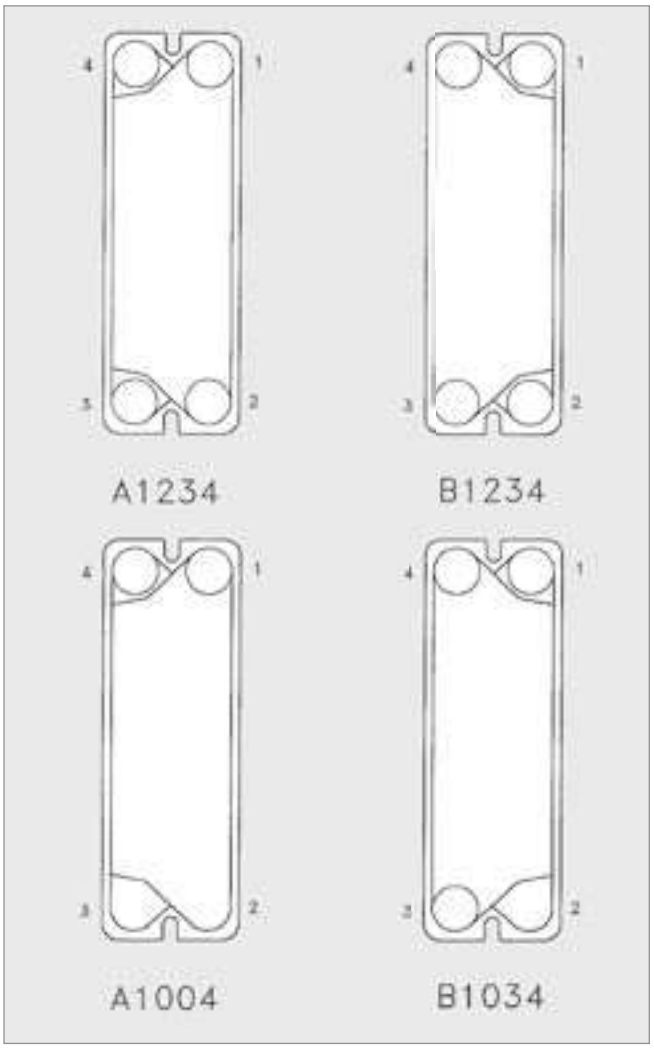

Figure 14
As shown in Figure 14, the pierced holes at the corners of the plate are designated as: 1 for upper right, 2 for lower right, 3 for lower left and 4 for upper left when facing the gasketed side of the plate. Plates 1 and 2 in Figure 14 are represented as A1234 and B1234 respectively. Plates with all four holes pierced can also be designated with a blank space or an *. Unpierced ports will be represented as a zero (0). For example, Plate 3 is represented by a A1004 since there are no holes at position 2 and 3. Table 8 shows **A and B equivalents when an "A" plate is rotated to become a "B" plate.**